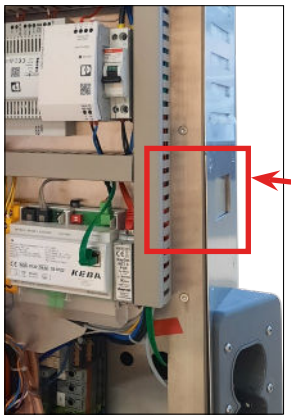

Abb. 35: Einbauposition DC-Messkapsel V2 Display
- Für Einbauposition siehe Abb. 35.